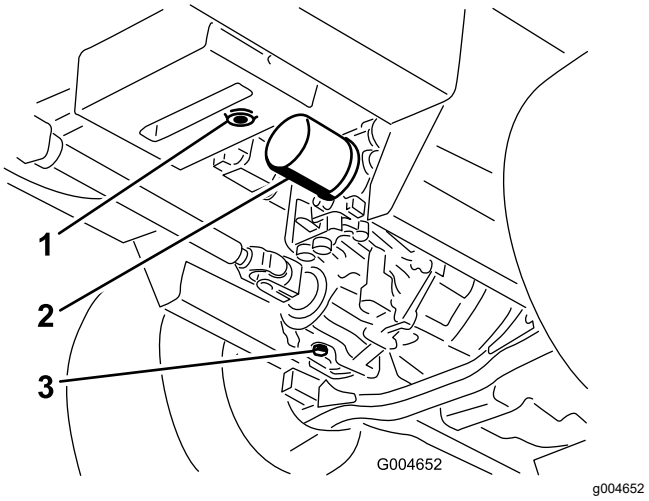

**Figuur 96**
3. Plaats een grote bak onder het hydraulische reservoir en de versnellingsbak en verwijder de aftappluggen om alle hydraulische vloeistof weg te laten lopen (Figuur 96).
4. Reinig de omgeving van het hydraulische filter en verwijder het filter (Figuur 96).